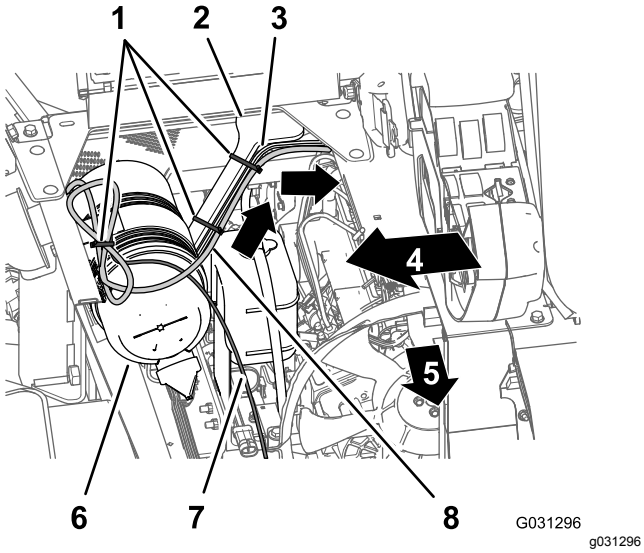

Figur 170
1. Før 220 cm afgreningen af det elektriske ledningsnet til navigationssystemet på tværs af sædekassens vinkel og ned langs venstre støtte til motorskjoldet (Figur 170).
2. Fastgør ledningsnettet på motorskjoldets støtte med kabelbånd (Figur 170).